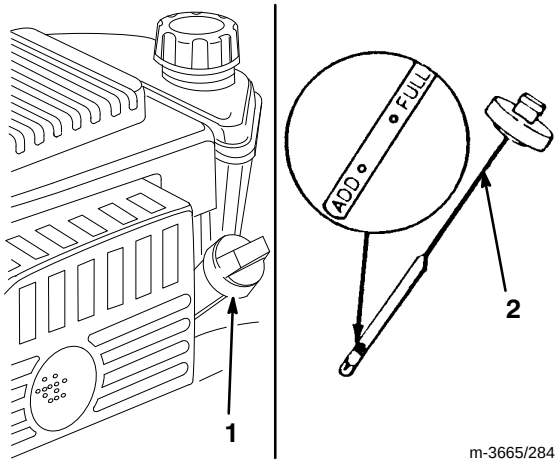

Afbeelding 8
Controleer voor elk gebruik of het oliepeil tussen de merktekens *Add* (bijvullen) en *Full* (vol) op de peilstok staat (Afb. 8).
2. Maak de olievulbuis rondom schoon (Afb. 8).
6. Lees het oliepeil af van de peilstok (Afb. 8).